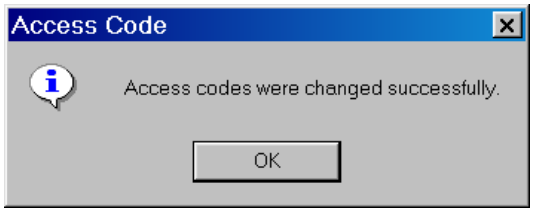

Figure 4-3 Access Codes Were Changed Successfully Dialog Screen
5. Select **OK**. TapTalk will display an "Access Codes Were Changed Successfully" confirmation screen (Figure 4-3).